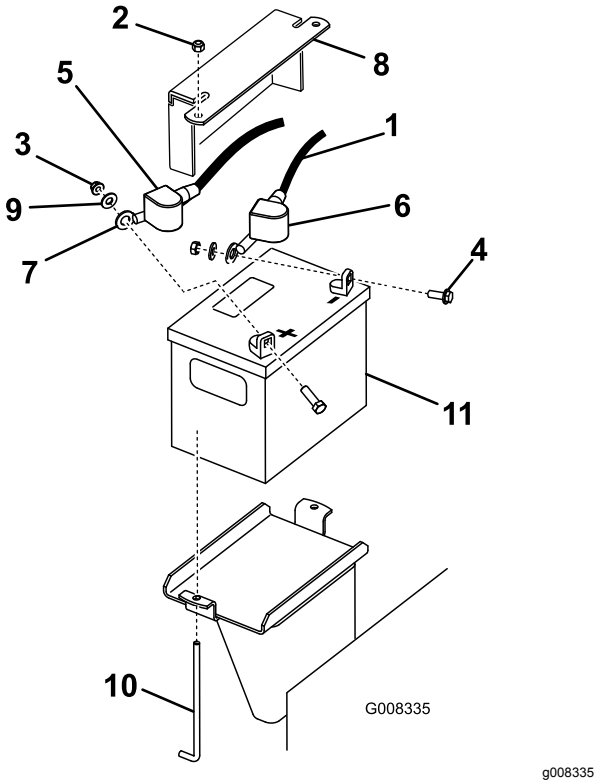

Figuur 40
3. Verwijder het zwarte rubberen kapje van de minkabel. Maak de minkabel los van de minpool (–) van de accu (Figuur 40).
4. Schuif het rode stofkapje voor de accupool van de pluspool (rood) van de accu. Verwijder vervolgens de pluskabel (rood) van de accu (Figuur 40).
5. Verwijder de bevestigingsplaat, de J-bouten en de borgmoeren waarmee de accu bevestigd is (Figuur 40) en verwijder de accu.